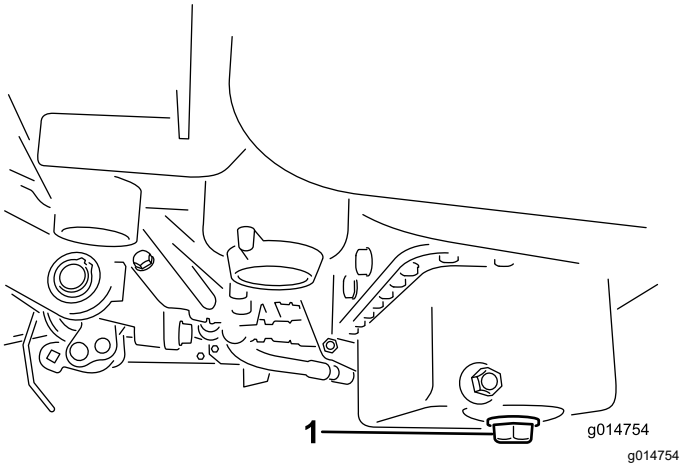

**Figur 32**
1. Fjern aftapningsproppen, og lad olien løbe ned i en bakke. Monter aftapningsproppen igen, når olien holder op med at løbe (Figur 32).